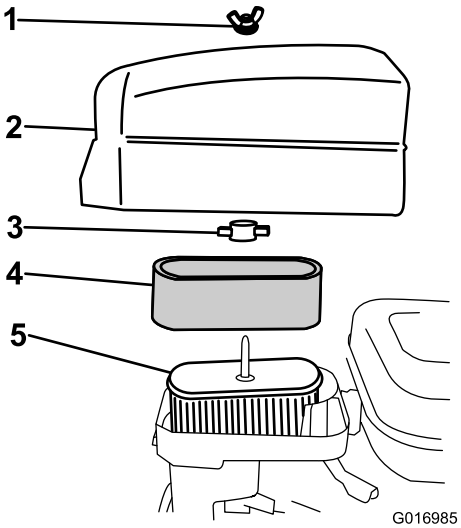

Figuur 25
4. Als het schuimelement vuil is, moet u dit verwijderen van het papierelement (Figuur 25) en grondig reinigen.